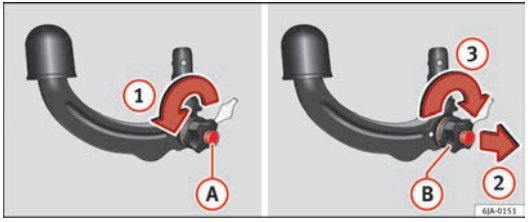

Fig. 115 Placing in service position
– Turn key (A) fully in the direction of arrow (1) ⇒ Fig. 115.
– Pull manual regulator (B) outwards in the direction of arrow (2) and turn it fully in the direction of arrow (3).